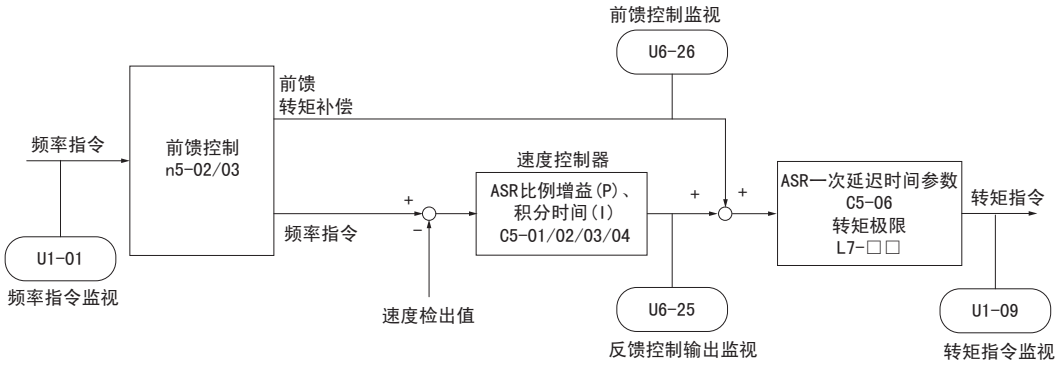

图 5.110 前馈控制
2. 自学习中如果可将电机连接到机械上运行，请执行惯性自学习 （T1-01/T2-01 = 8），自动调整前馈控制。如果不能执行惯性自学习，请参照图 5.110 单独设定前馈控制相关的参数。